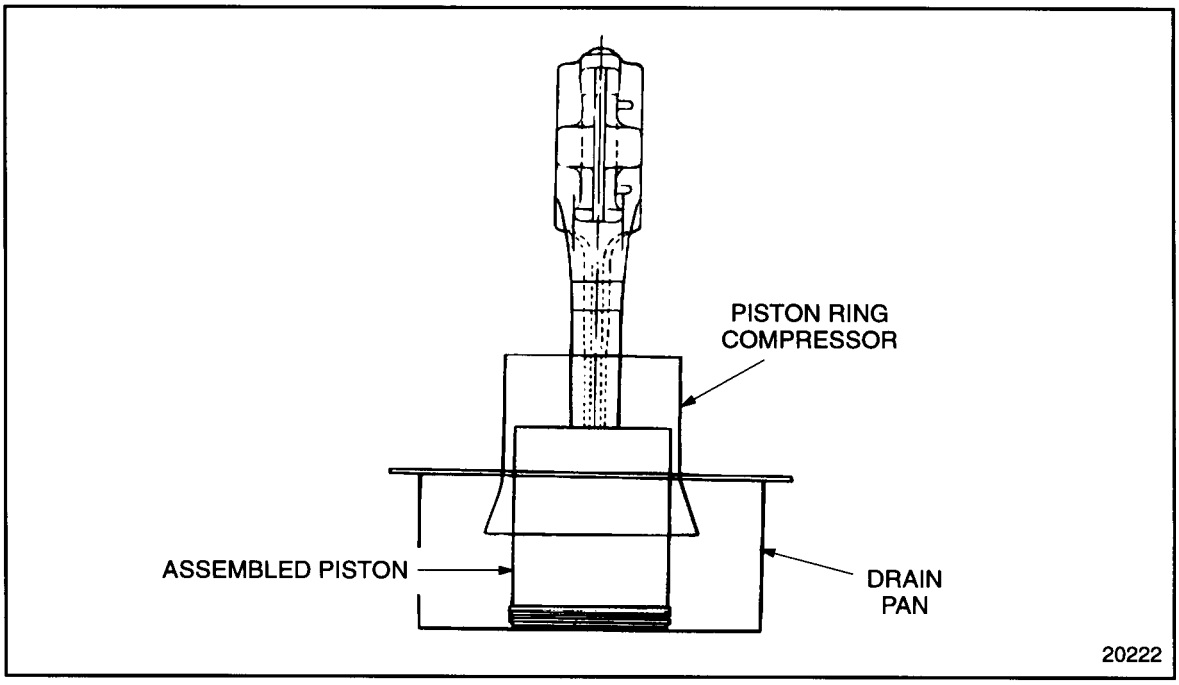

Figure 1-297 Installing Piston and Connecting Rod Assembly into Ring Compressor
8. Install the tapered end of the piston ring compression tool over the end of the connecting rod, and down onto the piston. As the compression tool slides down the piston to the piston ring area, apply slow, even pressure on both sides of the compression tool to compress the rings. See Figure 1-297.